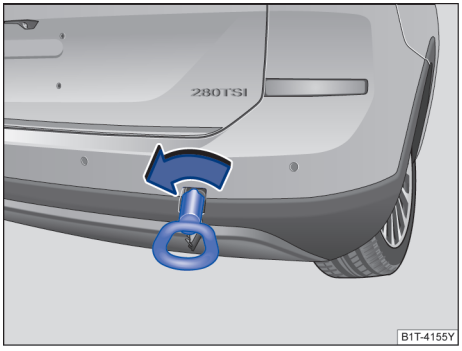

图 227 在保险杠右后部：安装牵引环
– 将牵引环朝箭头方向拧入螺纹孔内，直到限位位置→ 图 227。